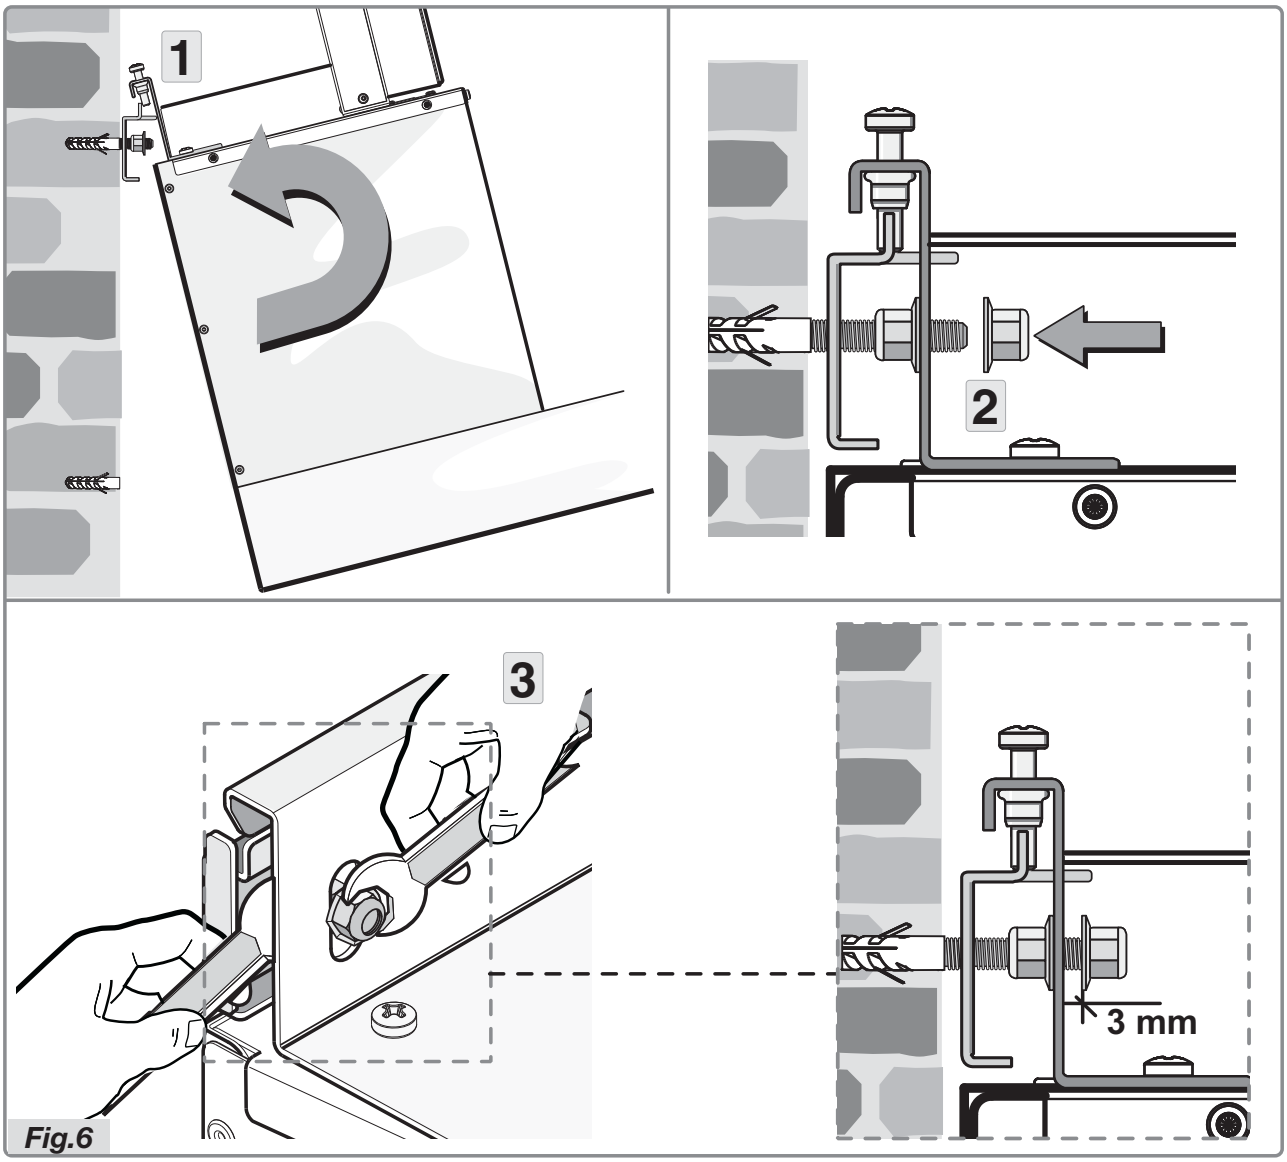

Fig.6
- Incliner légèrement la hotte et l'accrocher à la bride de soutien de la façon indiquée (figure 6 phase 1).
- Placer la hotte et la fixer sur la bride en insérant l'écrou dans la vis (figure 6 phase 2).
- Tenir à la main la clé anglaise appropriée et, avec l'autre, tirer l'écrou en utilisant une seconde clé anglaise (figure 6 phase 3). La distance entre l'écrou et la bride de soutien devrait être au minimum de 3 mm.